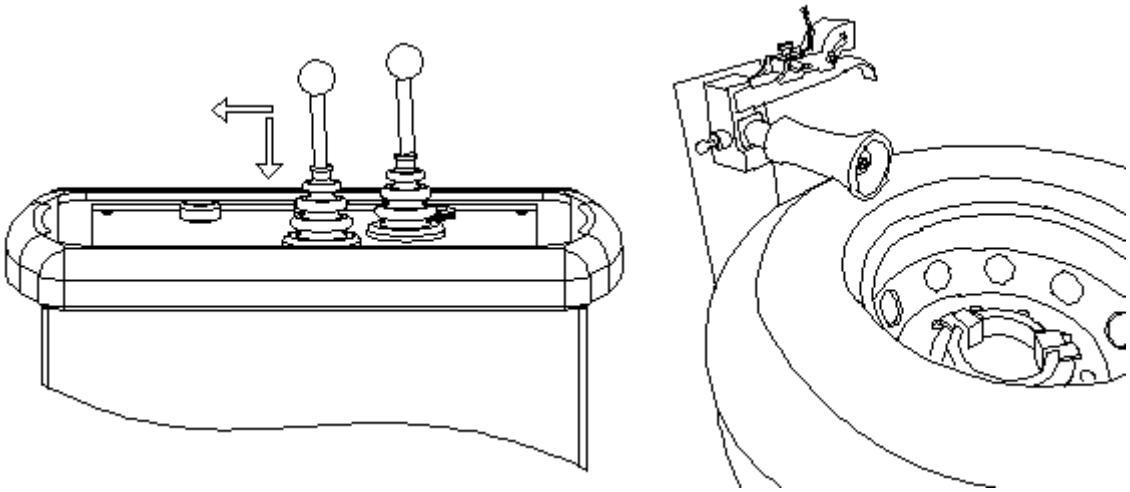

Rys. 3
4. Przesunąć dźwignię sterującą 2 (22) w lewo, aby uchwyt obrotowy wprawił oponę w ruch przeciwny do ruchu wskazówek zegara, a jednocześnie powoli przesuwać dźwignię sterującą 2 (22) w dół, aby zespół rolki powoli przesuwał się w dół, aż stopka opony zostanie oddzielona od obręczy. Nałożyć środek smarny na krawędzie opony i obręczy, aby ułatwić pracę oraz chronić oponę i obręcz. (Patrz rys. 3)